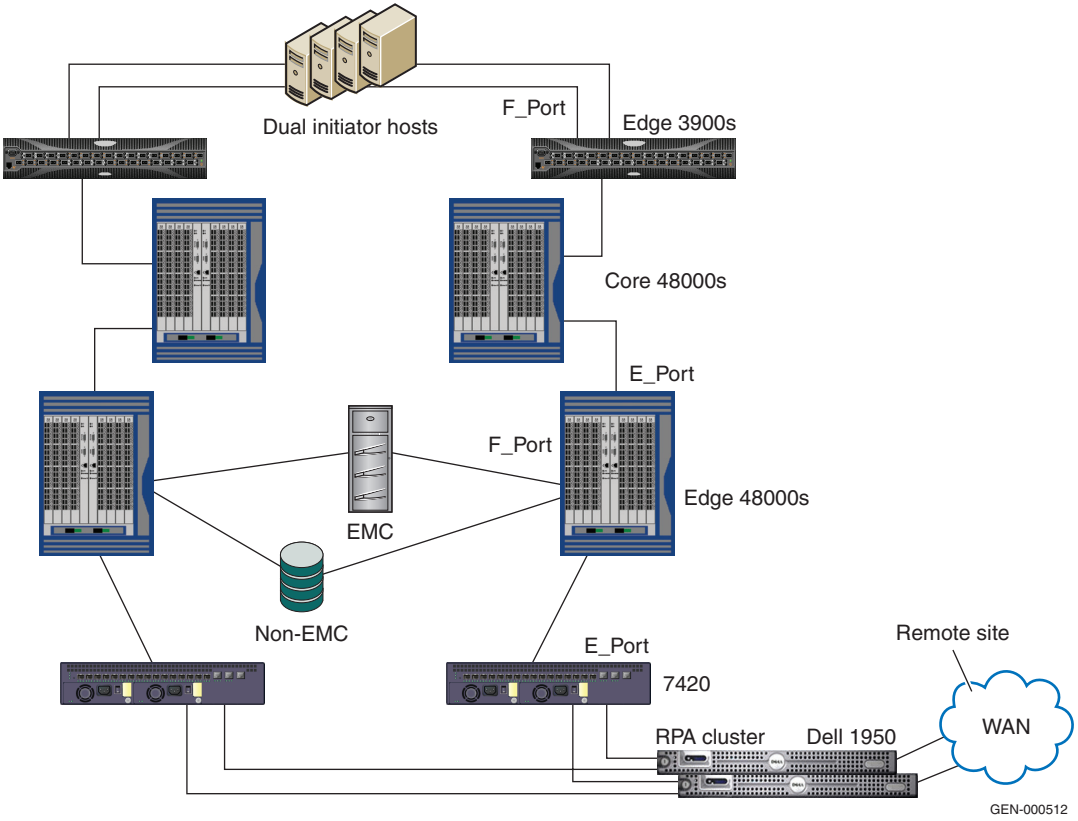

Figure 174 **Core/edge design with a Connectrix B**
- Edge / core / edge (hosts and storage on an edge switch but on different tiers). (See Figure 174 on page 678)
Figure 174 on page 678 shows a core/edge design with a Connectrix B Invista or RecoverPoint implementation. The AP-7420B is an external intelligent switch; therefore, it must be linked through ISLs to the core switch.